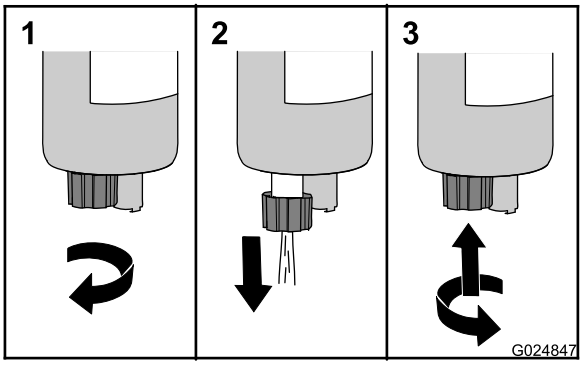

Bild 22
3. Drehen Sie das Ablassventil um ungefähr 3,5 Umdrehungen nach links, bis das Ventil vom Kraftstoff-Wasserabscheider nach unten fällt (Bild 22).
4. Lassen Sie Wasser und andere Verunreinigungen aus dem Abscheider ablaufen, bis sauberer Kraftstoff sichtbar ist (Bild 22).
5. Heben Sie das Ventil an und drehen es nach rechts, bis es mit der Hand angezogen ist (Bild 22).